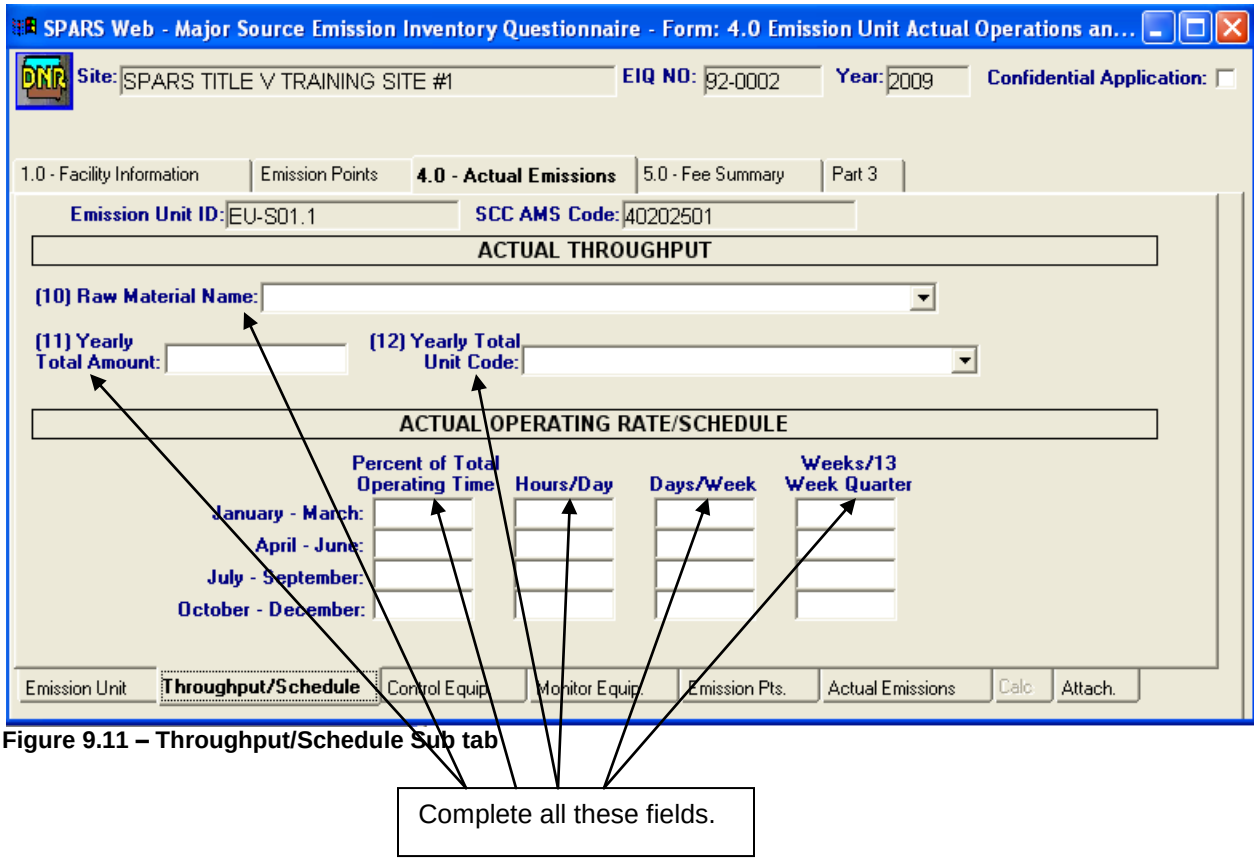

Figure 9.11 – Throughput/Schedule Sub tab
4. Complete all required fields (see Figure 9.11).